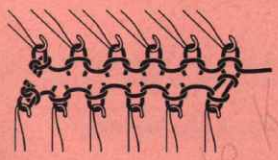

Fig. 85
A) Links offen, Fig. 85, Schloss rechts